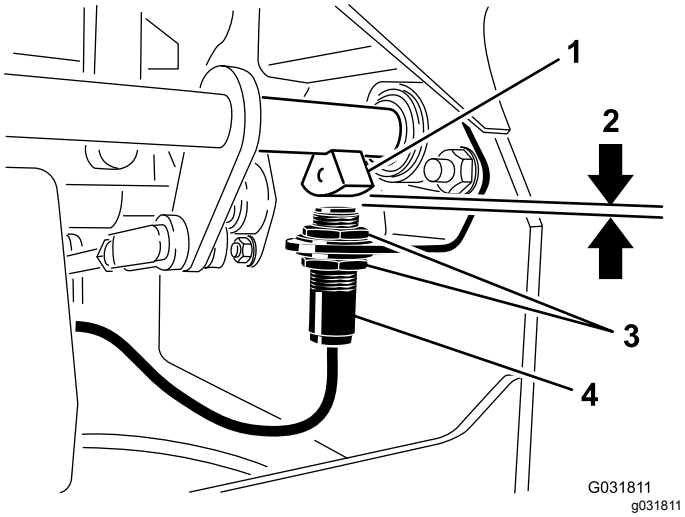

**Rysunek 45**
4. Przesuwaj przełącznik w górę lub w dół na wsporniku, aż odległość między czujnikiem wału hamulca i trzpieniem ruchomym przełącznika wyniesie 4 mm, jak pokazano na Rysunek 45.